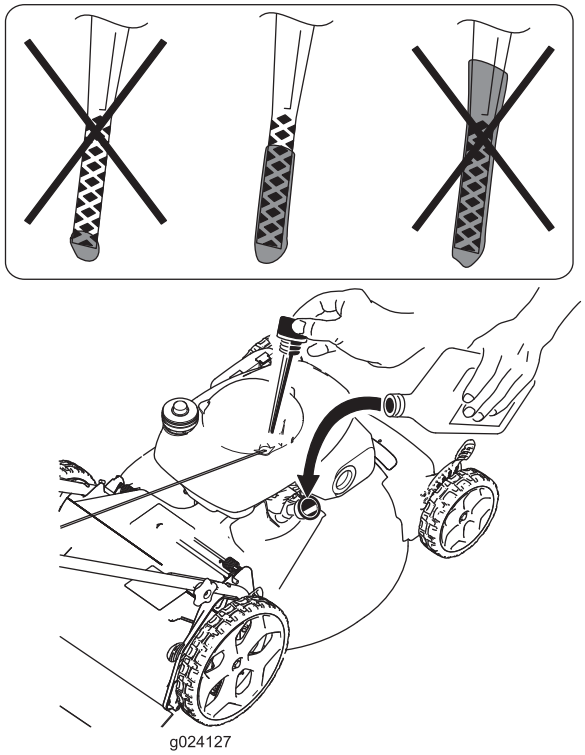

Figure 8
2. Retirez la jauge (Figure 8).
5. Sortez de nouveau la jauge et vérifiez le niveau d'huile; voir Figure 8.